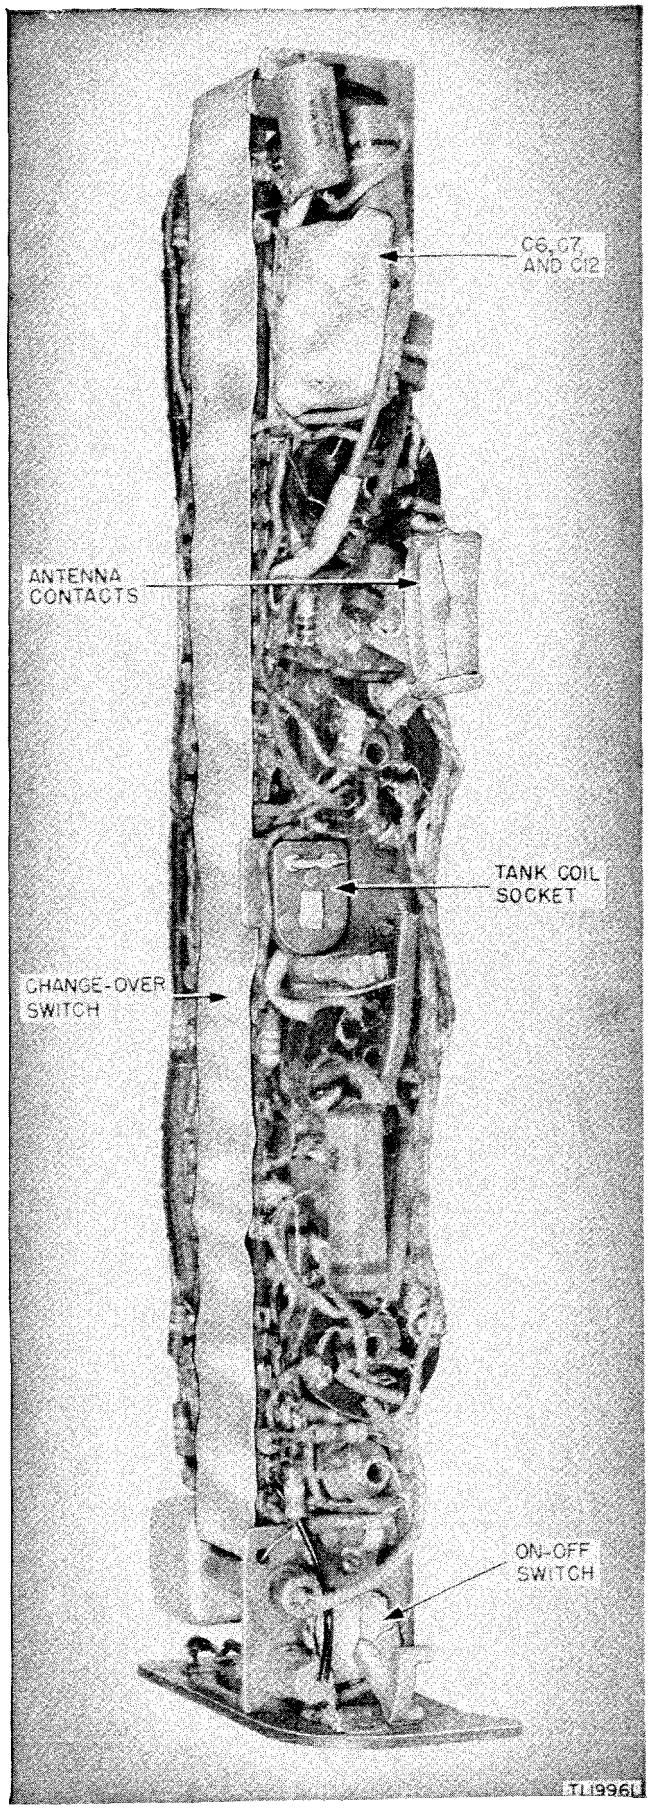

Figure 24. Radio Receiver and Transmitter BC–611–(*) (except BC–611–F), bottom of chassis, showing masking.
(1) Complete length and width of change-over switch (fig. 24), making sure to cover all moving contacts. Work tape around parts with fingers.
(2) Antenna contacts. (See figs. 24 and 25.)
(3) Pins of TANK COIL socket. (See figs. 24 and 25.)
(4) Capacitors C7 and C6 (not used in Radio Set SCR-526-F). (See fig. 24.)
(5) Adjustment screw of capacitor C12. (See fig. 24.)
(6) On-off switch. (See figs. 24 and 25.)